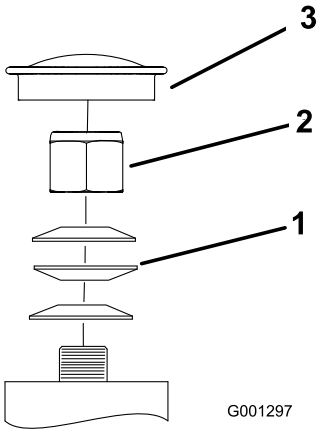

Figur 52
3. Ta av dammkåpan och dra åt låsmuttern (Figur 52).
4. Dra åt låsmuttern tills fjäderbrickorna är plana och släpp sedan efter 1/4 varv för att få rätt förbelastning på lagren (Figur 52).
Viktigt: Kontrollera att fjäderbrickorna har monterats korrekt i enlighet med Figur 52.
5. Montera dammkåpan (Figur 52).